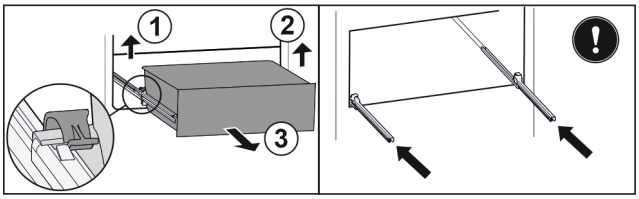

*Fig. 29 **
▶ Soulever la bride de serrage gauche et tirer dans le même temps le tiroir sur la gauche vers l'avant *Fig. 29 (1)*.*
▶ Soulever la bride de serrage droite et tirer dans le même temps le tiroir sur la droite vers l'avant *Fig. 29 (2)*.*
▶ Retirer le tiroir par l'avant *Fig. 29 (3)*.*